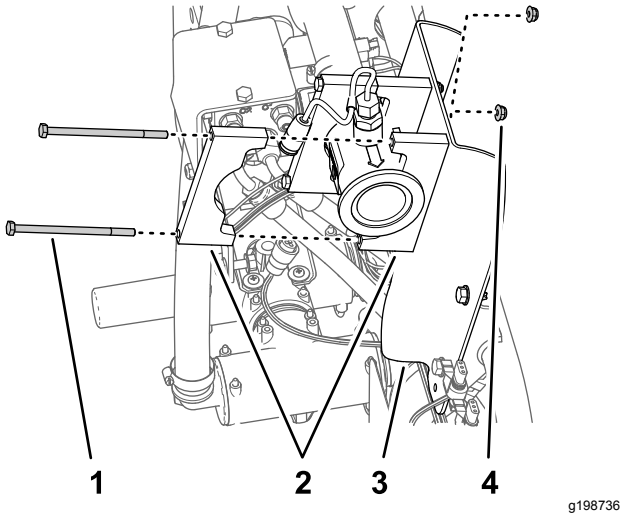

Figur 73
3. Plasser to støtteklemmehalvdeler mellom strømningsmåleren og strømningsmålerbraketten, og innrett hullene i klemmehalvdelen med hullene i braketten (Figur 73).
4. Rett inn en støtteklemmehalvdel på baksiden av strømningsmåleren med støtteklemmehalvdelen du monterte i trinn 3 (Figur 73).
5. Monter paret med støtteklemmehalvdeler til strømningsmålerbraketten (Figur 73) med to bolter (1/4 x 4 1/2 tomme) og to flenslåsemuttere (1/4 tomme).